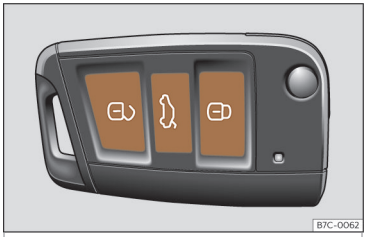

Fig. 69 Llave por control remoto: teclas.
- Bloquear: pulse el botón »» **fig. 69**.